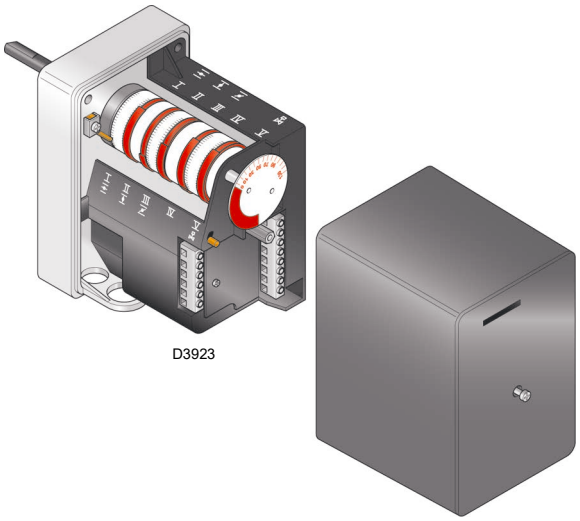

Fig. 29
Le servomoteur (Fig. 29) règle simultanément le volet d'air, par l'intermédiaire de la came à profil variable, et le papillon de gaz.
- 5s: Le cycle de démarrage de la boîte de contrôle est commencé. Démarrage servomoteur: il tourne vers la droite de 130°, c'est-à-dire jusqu'à l'intervention du contact sur la came I (Fig. 29 à la page 26).
- 75s: Le servomoteur tourne vers la gauche jusqu'à l'angle réglé sur la came III (Fig. 29 à la page 26) pour la puissance MIN.
- 95s: Le volet d'air et le papillon à gaz se positionnent sur la puissance MIN. (avec came III) (Fig. 29 à la page 26) à 65°.